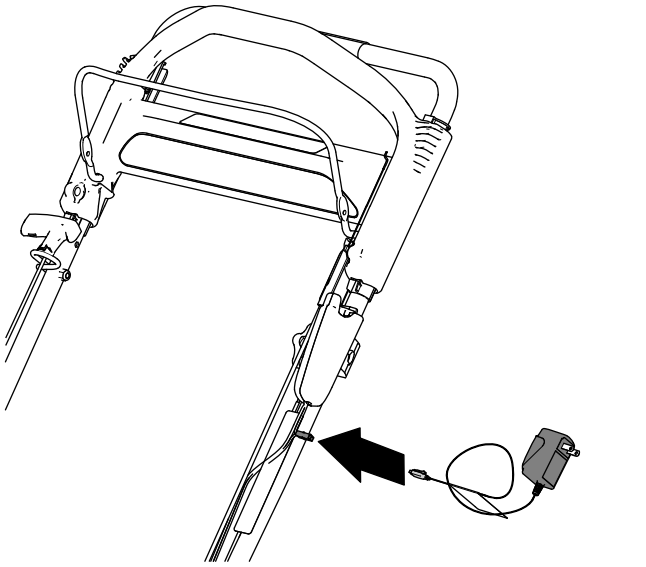

Figur 35
1. Anslut laddaren till kablaget nedanför knappen till den elektriska startmotorn (Figur 35).